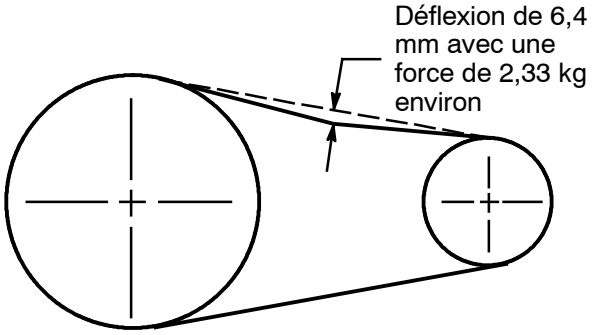
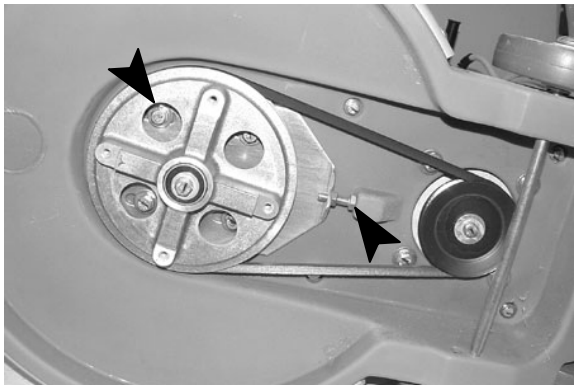

FIG. 7
FIG. 8
7. Une fois par mois, vérifiez la tension de la courroie de transmission. Au centre de la courroie, celle- ci doit avoir une déflexion de 6,4 mm avec une force de 2,3 kg environ (Figure 7). Pour resserrer la courroie, retirez le pignon menant de patin et desserrez les 4 vis à tête hexagonale du support de poulie du pignon menant. Desserrez le contre- écrou sur le boulon de tension et tournez le bouton dans le sens des aiguilles d'une montre jusqu'à ce que la courroie soit ajustée correctement, puis resserrez les vis du support de poulie et le contre- écrou (Figure 8).